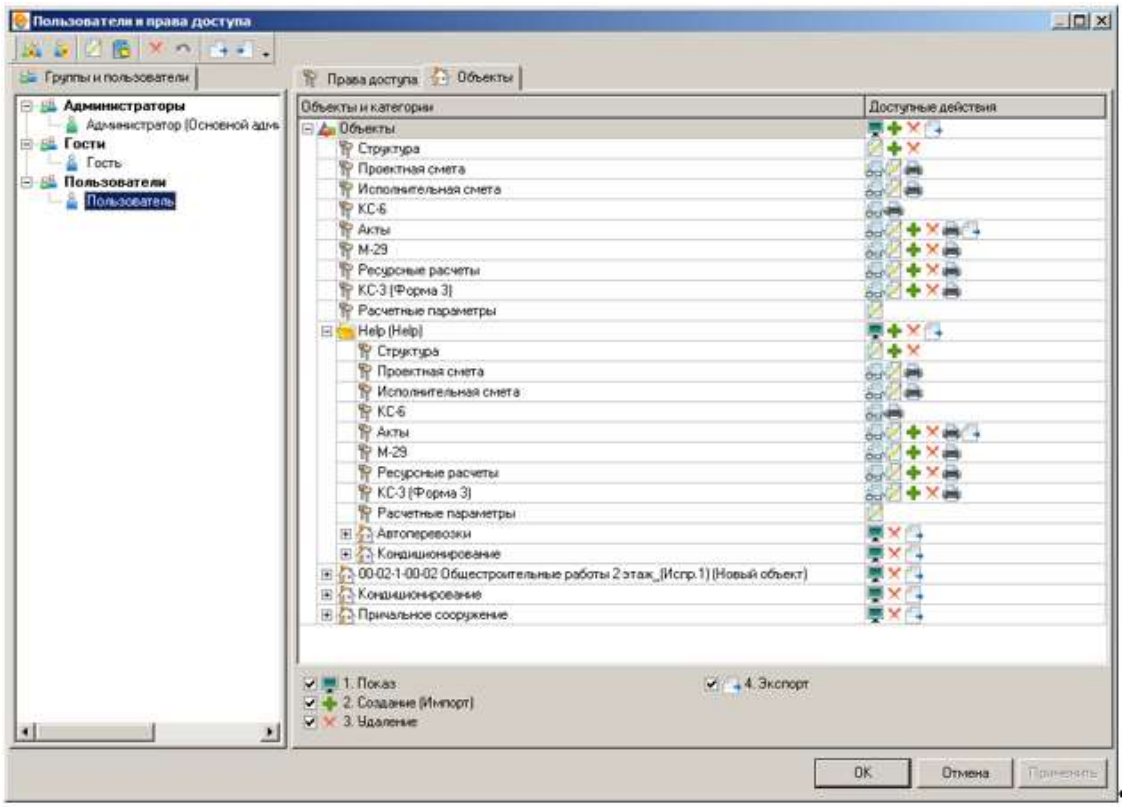

Рис. 2. Настройка прав доступа для элементов структуры
- Права доступа для элементов структуры (вкладка **Объекты**). Позволяет назначить права пользователю с детализацией до конкретного объекта (папки) (см. рис. 2).